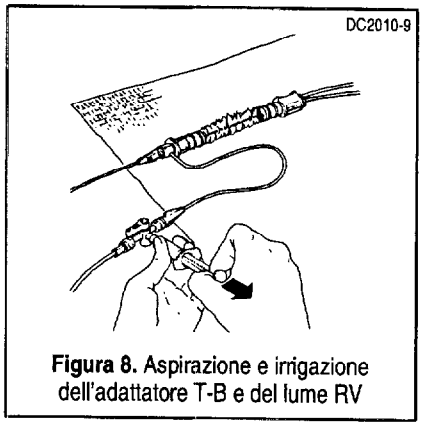

Figura 8. Aspirazione e irrigazione dell'adattatore T-B e del lume RV
9. Utilizzando un rubinetto a 3 vie Luer-Lock, connettere la porta laterale dell'adattatore T-B ad un dispositivo di irrigazione continua di soluzione fisiologica. Utilizzando l'apposita siringa a 5 ml, aspirare l'aria dalla porta laterale, quindi lavare il lume (Figura 8).